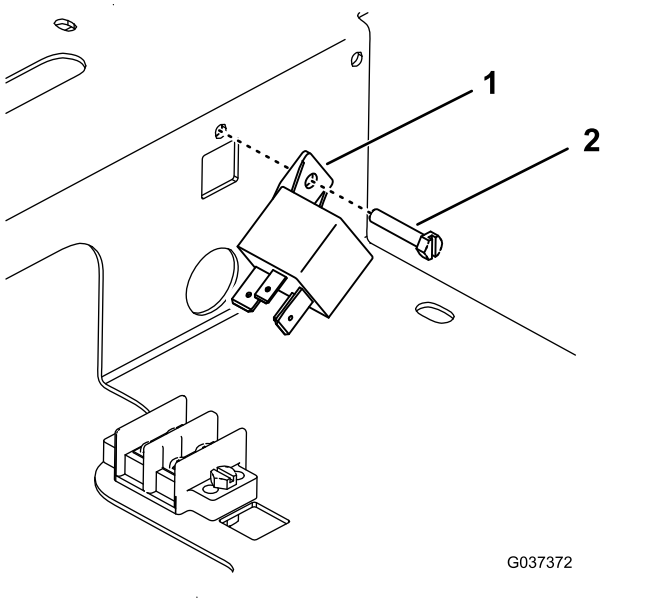

Figura 5
5. Monte el relé de potencia a la tuerca plana en el lateral del compartimento con un tornillo (Figura 5).